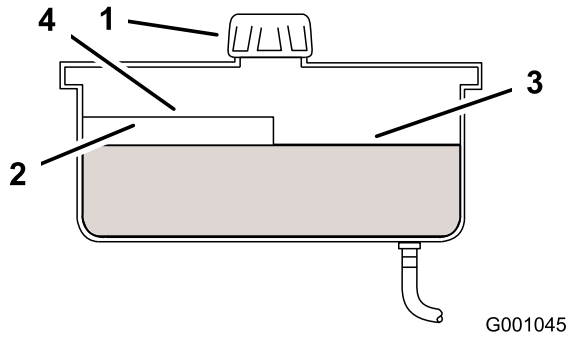

Figur 65
2. Rengør området omkring hydrauliktankens påfyldningsstuds (Figur 65).
3. Fjern hætten fra påfyldningsstudsen. Kig i tanken for at se, om der er væske i beholderen (Figur 65).
Bemærk: Væskestanden skal nå op til toppen af varm-niveauet på pladen, når væsken er meget varm (Figur 65).